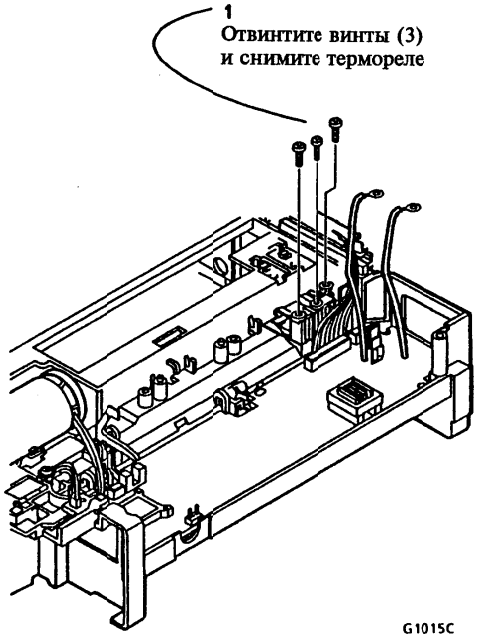

Рисунок 2. Снятие термореле (CB1)
3. (Рисунок 2): Снимите термореле.